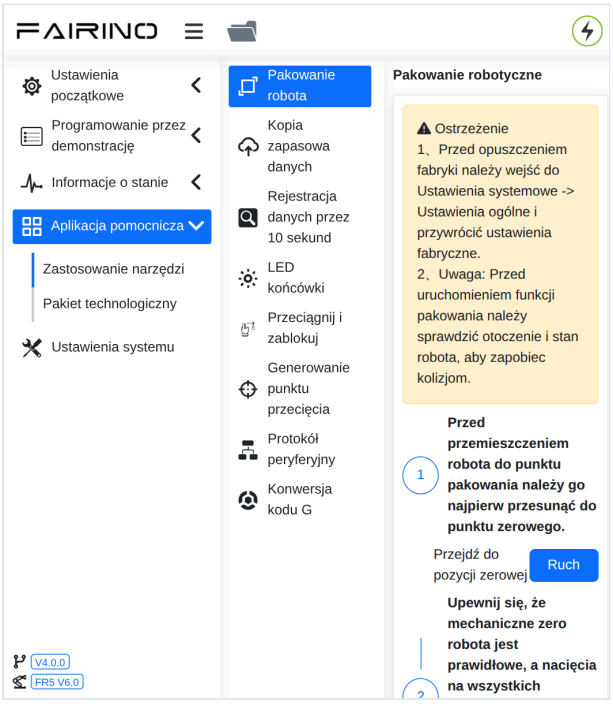

Rys. 20. Strona Pakowanie robota w panelu (zrzut z wersji 4.0).
> **Nie przywracaj ustawień fabrycznych.** Na stronie Pakowanie robota zobaczysz ostrzeżenie, że przed opuszczeniem fabryki trzeba przywrócić ustawienia fabryczne (rys. 20). Dotyczy ono producenta przed wysyłką z fabryki. Przywrócenie kasuje dane użytkownika i przywraca konfigurację fabryczną, a więc programy i ustawienia. Zrób to tylko na wyraźne polecenie wsparcia Aveny.
5. Otwórz **Aplikacja pomocnicza → Zastosowanie narzędzi → Pakowanie robota** *(Application → Tool App → Robot Packing)* (rys. 20 i 21).